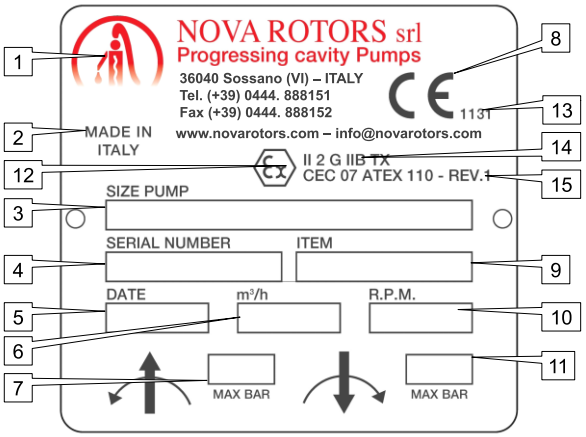

Fig.5 - Targhetta di identificazione per macchina ATEX
- targhetta di identificazione per macchina ATEX (**Fig.5**).
La marcatura ATEX è costituita dai seguenti elementi (**14 - Fig.5**):